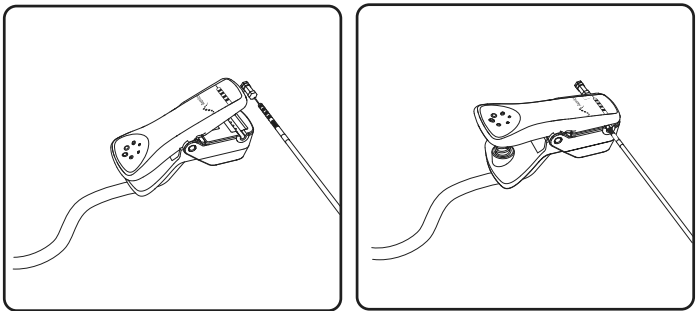

Figura 15. Collegamento del cavetto per la stimolazione all'elettrocatetere
10. Collegare il cavetto dell'elettrocatetere per la stimolazione di prova all'elettrocatetere stesso (**Figura 15**). Servendosi del CP, assicurarsi che tutti i collegamenti elettrici siano effettuati con tutti e 4 i contatti